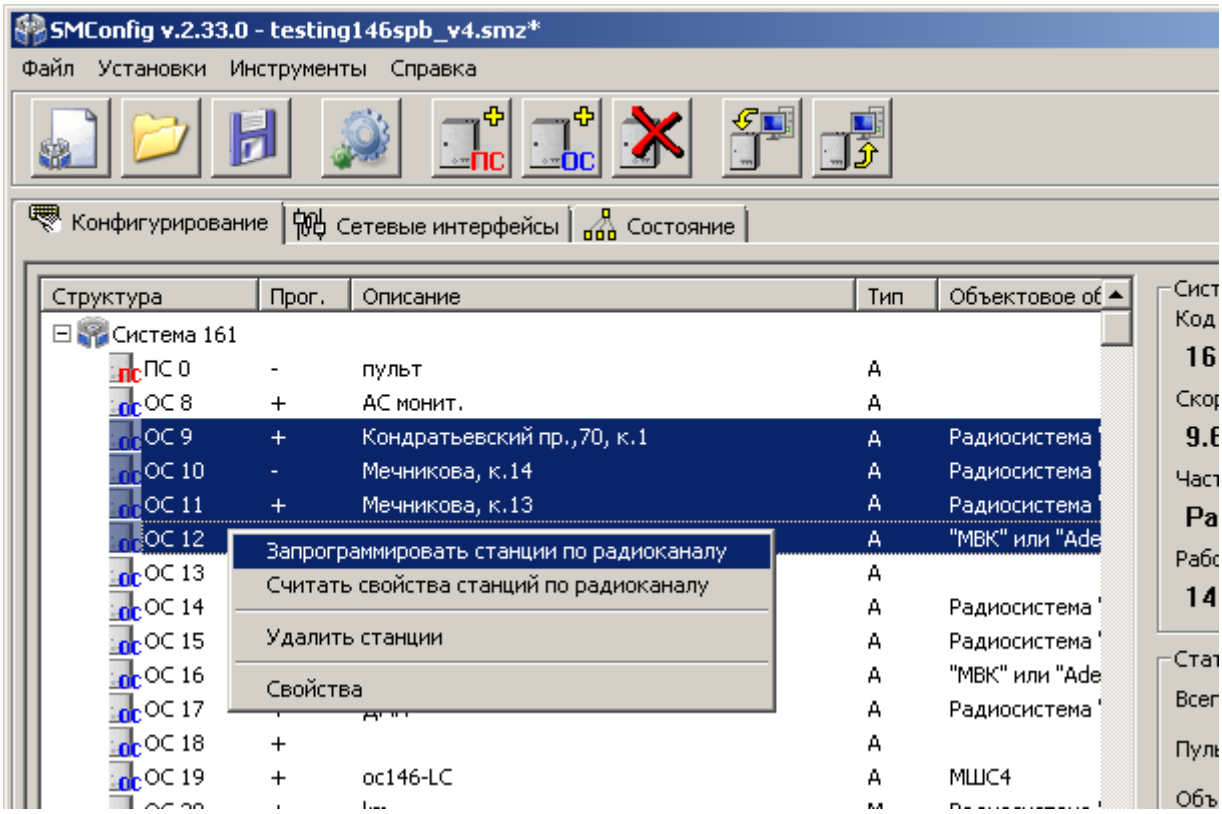

Рис. 42
- Выбрать в контекстном меню пункт "Запрограммировать станцию по радиоканалу" – для записи свойств или "Считать свойства станции по радиоканалу" – для чтения свойств ОС (Рис. 42).